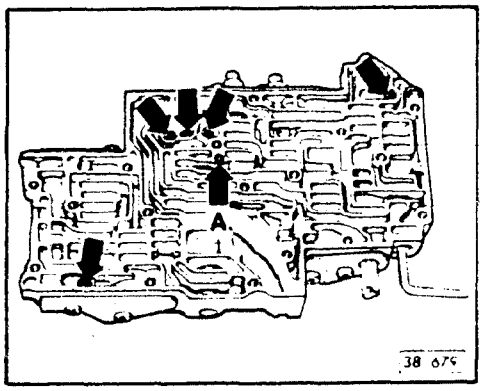

Fig. 1 Ball valves, location
▶ **Fig. 1 Circlip (small); removing/installing**
▶ **Fig. 1 Valve body, installing**